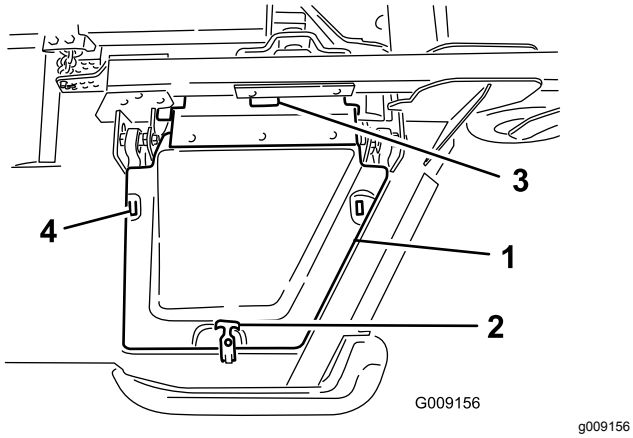

**Figur 6**
8. Montera vingfenans däckskydd och fäst det med gummispärrhaken (Figur 6).